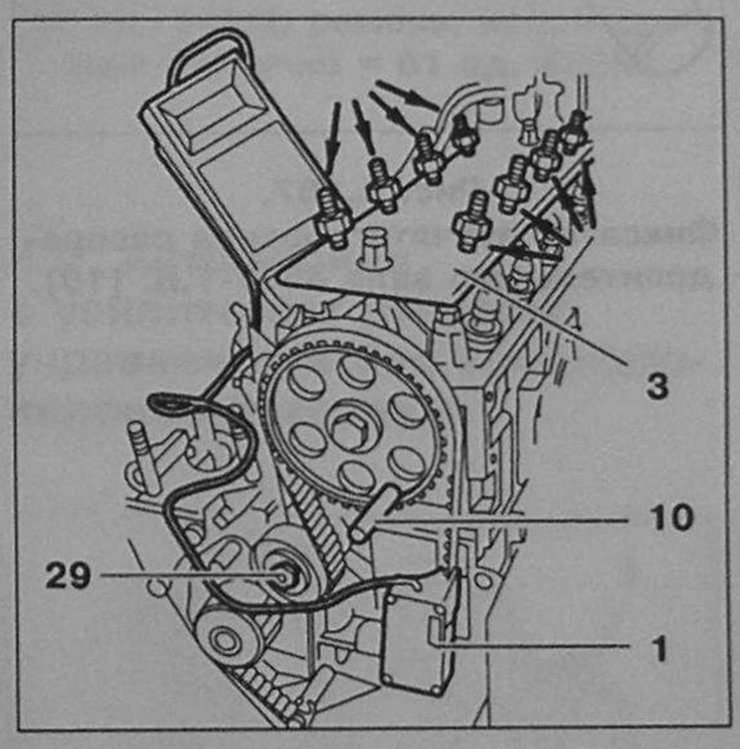

Рис. 4.155. Установка синхронизации газораспределительного механизма.
88. Затяните винты нажимной пластины [3] (указано стрелками, рис. 4.155).